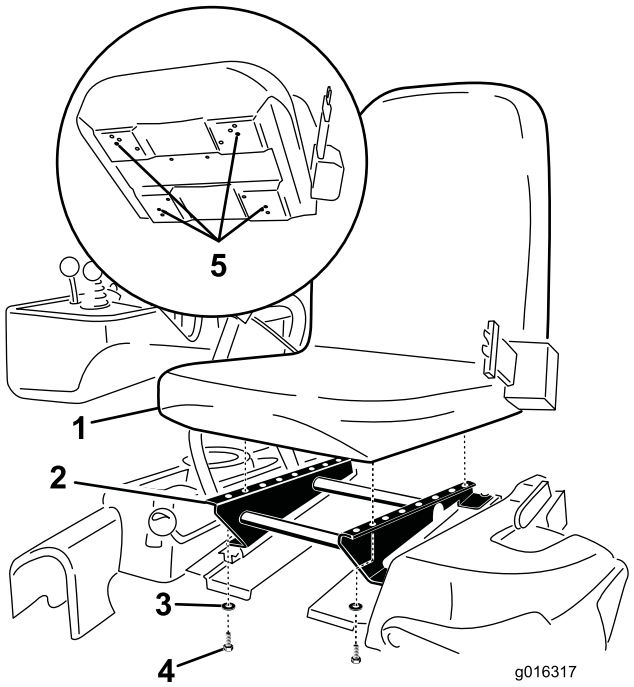

Figur 4
3. Fest setet til setefoten med de fire boltene og skivene du fjernet tidligere (Figur 4).